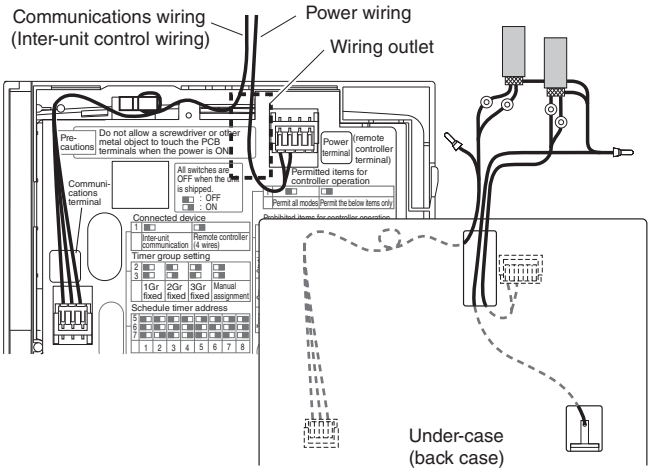

Fig. 3-69
- Check that the schedule timer communications wiring and power wiring are connected correctly. (Fig. 3-69)